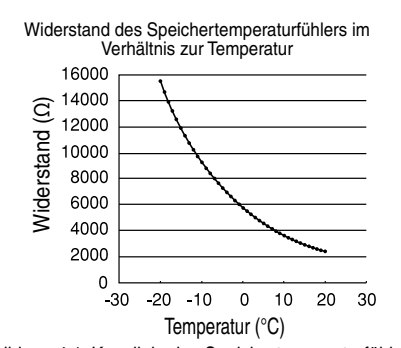

Abbildung 4.1: Kennlinie des Speichertemperaturfühlers
8. Der Speichertemperaturfühler sollte widerstandsfähig sein. Weitere Informationen zu den Eigenschaften des Temperaturfühlers entnehmen Sie dem Abbildung 4.1. Das Kabel sollte ein (2 x min. 0,3 mm²) doppelt isoliertes (mit einem Isoliervermögen von min. 30 V) PVC- oder Polychloropren-ummanteltes Kabel sein.